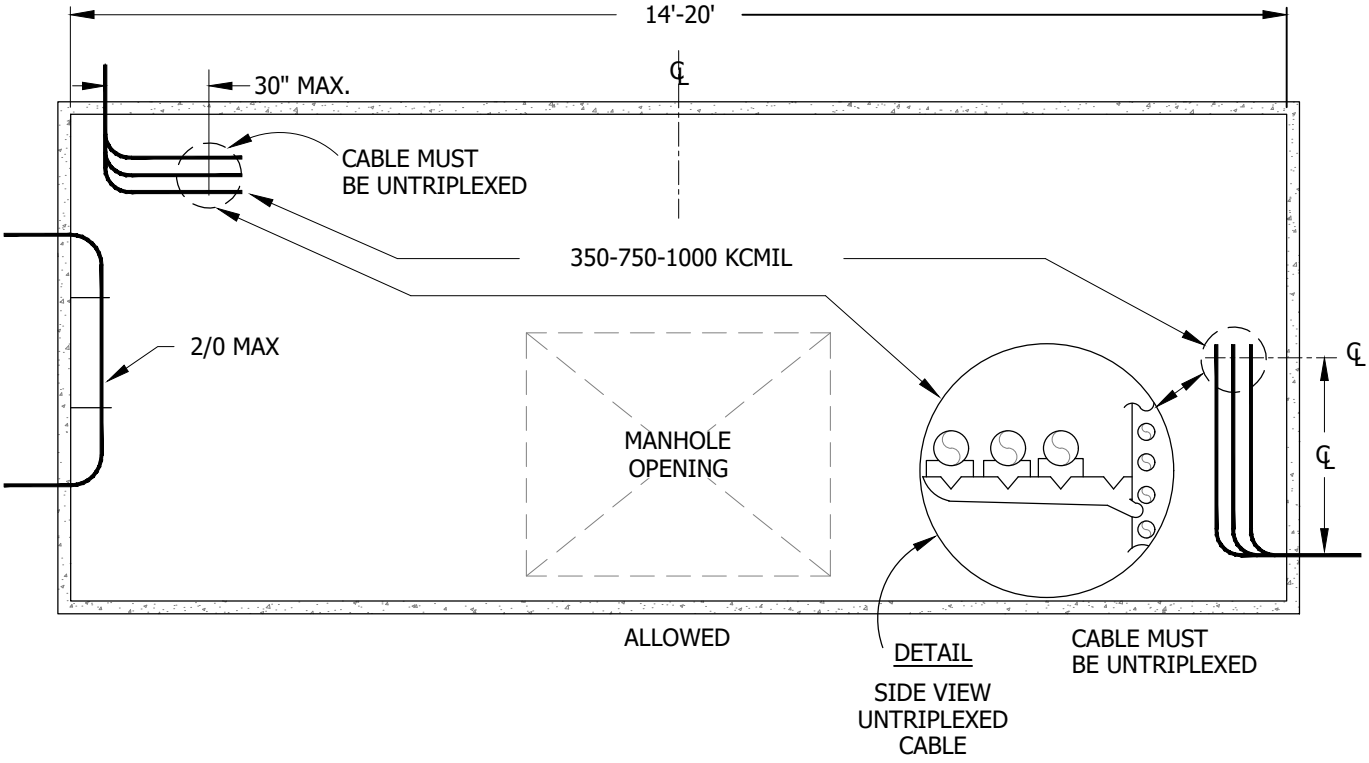

FIGURE 19
Q. WHEN CABLE ENTERS THE MANHOLE AND MAKES AN IMMEDIATE 90° BEND AS SHOWN IN FIGURE 19, IT MUST BE UNTRIPLEXED AND INSTALLED IN THE THREE OUTSIDE POSITIONS NEAREST THE END OF A 4-WAY STEP (SEE DETAIL BELOW).